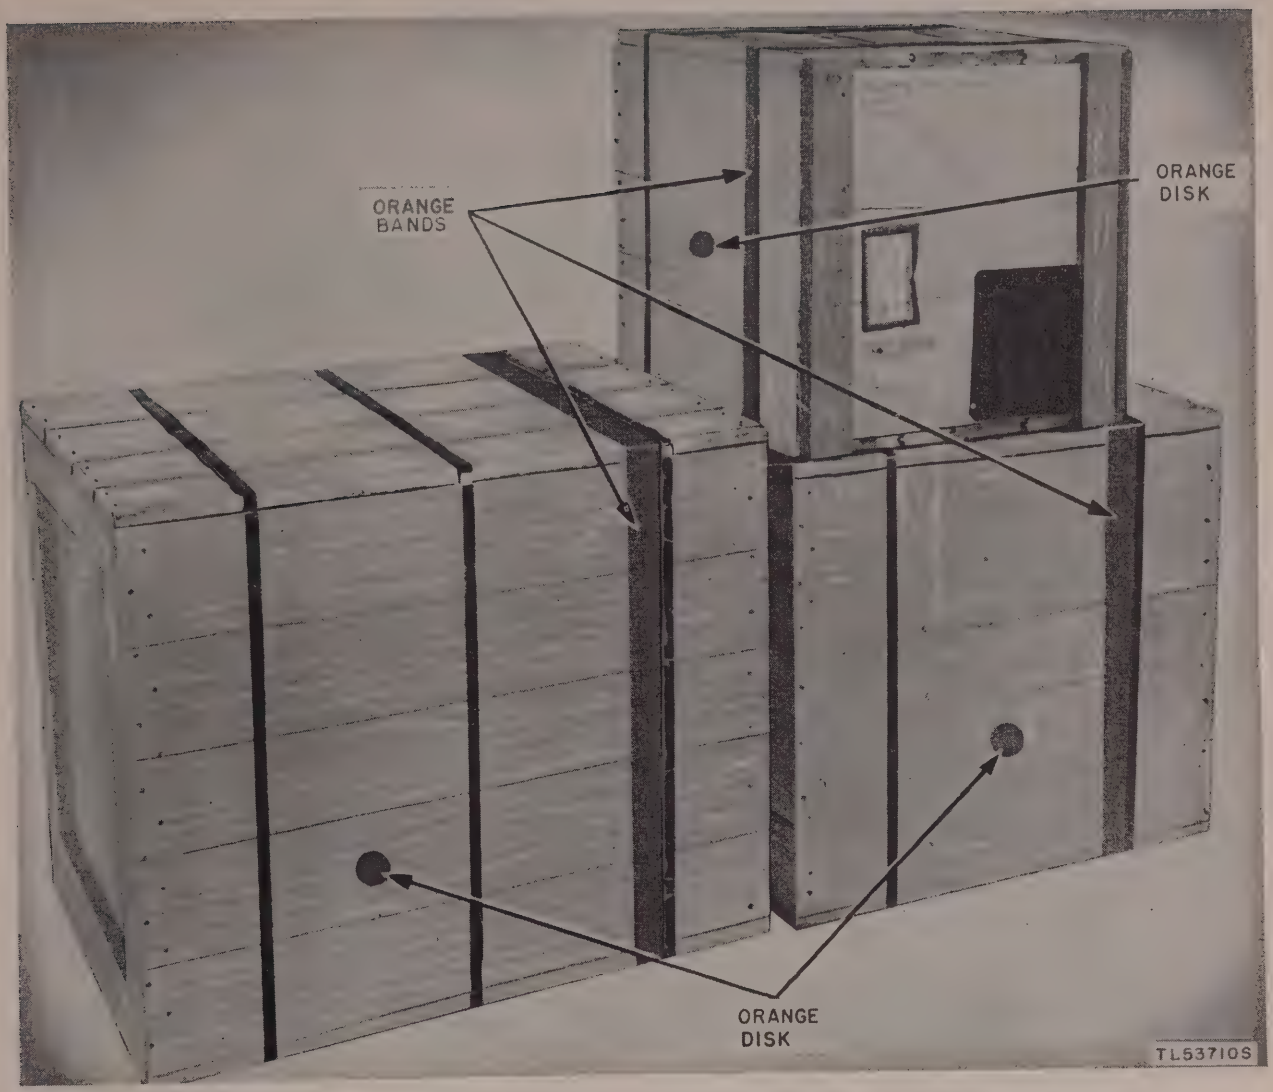

Figure 14. Typical oversea shipping containers.
a. Teletypewriter Set AN/TGC–1 (or AN/TGC–1A) is packed for export in five main shipping containers. Each of the five main cases is marked with an orange band indicating Signal Corps equipment; each of the cases required for one complete teletypewriter set is marked with an orange disk to indicate that each box is part of a group of boxes containing one equipment. Running spare parts are packed in separate wooden boxes which, when packed, weigh approximately 50 pounds each. Spare parts are packaged individually within the wooden boxes. Packing data for the main containers are given in paragraph 5. Figure 14 illustrates the typical external characteristics of oversea shipping containers.